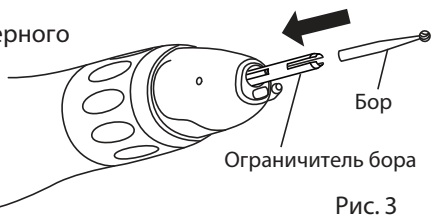

Рис. 3
2) Вставьте ограничитель бора, поставляемый с наконечником, в цангу. (Рис.3)